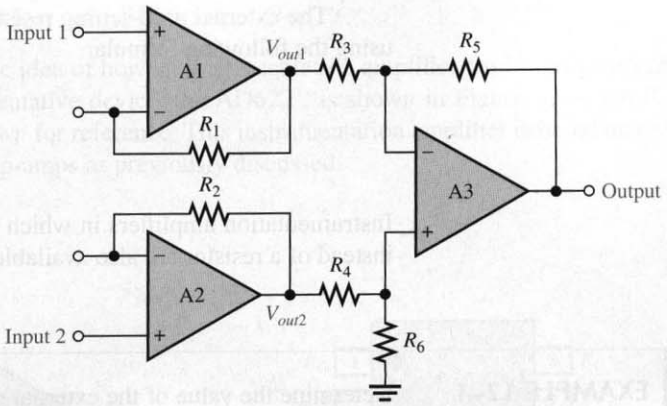

FIGURE 12–1
Figure 12–1 shows a basic instrumentation amplifier (IA) constructed from three op-amps. Op-amps A1 and A2 are modified voltage-followers, each containing a feedback resistor (R_1 and R_2). The feedback resistors have no effect in this circuit (and could be left out) but will be used when the circuit is modified in the next step. The voltage-followers provide high input impedance with a gain of 1. Op-amp A3 is a differential amplifier that amplifies the difference between V_{out1} and V_{out2}. Although this circuit has the advantage of high input impedance, it requires extremely high precision matching of the gain resistors to achieve a high CMRR (R_3 must match R_4 and R_5 must match R_6). Further, it still has two resistors that must be changed if variable gain is desired (typically R_3 and R_4), and they must track each other with high precision over the operating temperature range.
A clever alternate configuration which solves the difficulties of the circuit in Figure 12–1 and provides high gain is the three op-amp IA shown in Figure 12–2. The inputs are